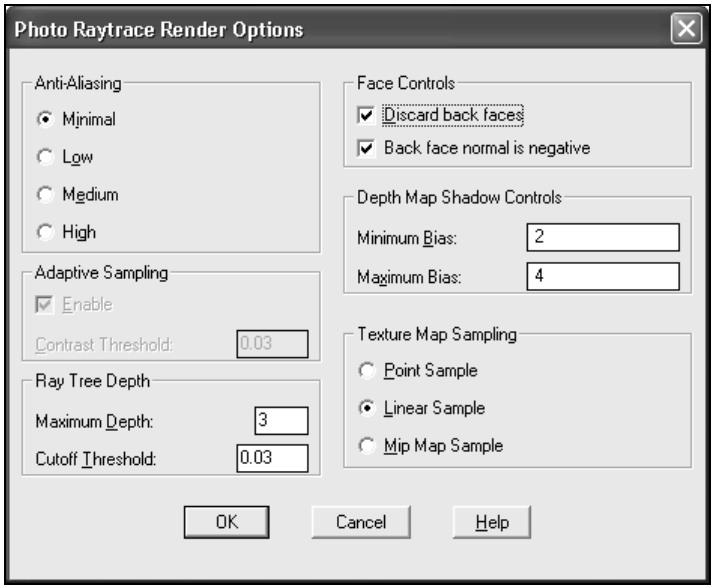

Рис. 12.20. Диалоговое окно **Photo Raytrace Render Options**
4. Щелчком на кнопке **More Options** (Дополнительно) открыть ДО **Photo Raytrace Render Options** (Параметры тонирования методом трассировки луча) (рис. 12.20). Эта кнопка также открывает специальные диалоговые окна для типов тонирования **Photo Real** (Параметры фотореалистичного тонирования) и **Render** (Параметры упрощенного тонирования), в которых задается меньшее количество параметров.